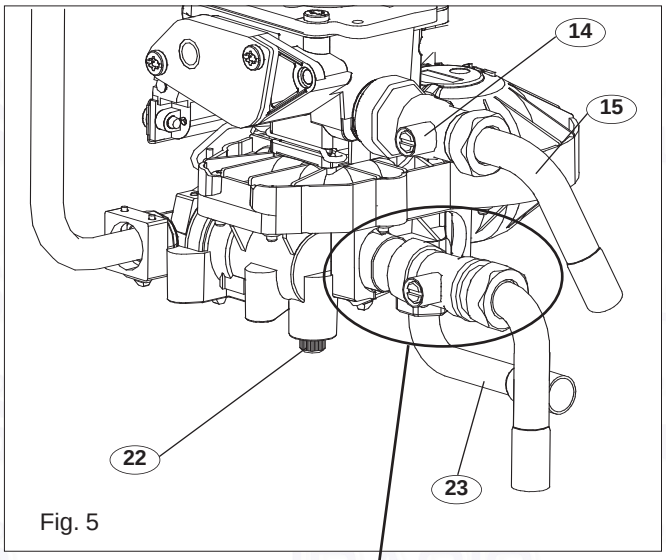
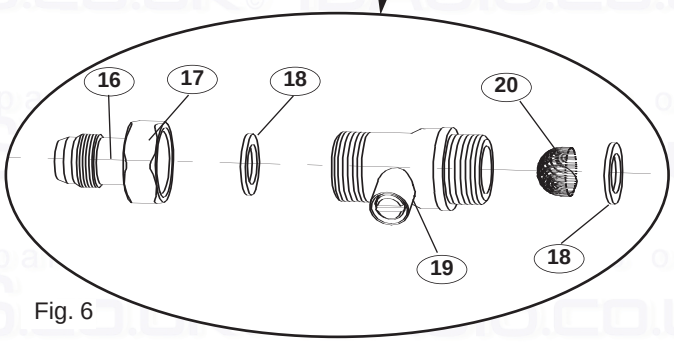

Fig. 5
Fig. 6
Natural gas connection (fig. 5) **:**
Cold water connection (fig. 6) **:**
Hot water connection (fig. 5) **:**
- make sure that the cold water inlet valve item (19) (fig. 6) and the gas valve item (14) (fig.5) are open
- close the cold water inlet valve item 19 (fig. 6, page 4)
- unscrew the drain plug item 22 (fig. 5, page 4).